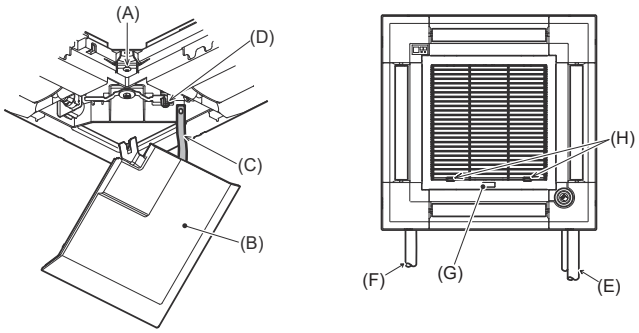

Fig. 9-12
9.5. Installation de la grille d'aspiration (Fig. 9-12)